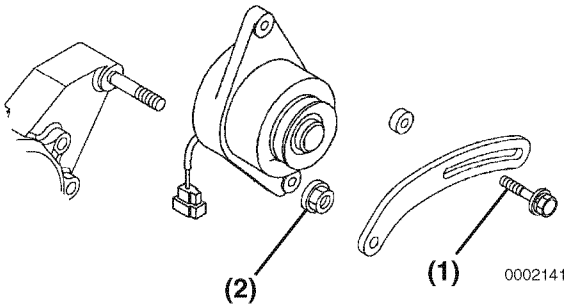

Figure 12-30
1. Position the dynamo on the gear case. Loosely reinstall the nut **(Figure 12-30, (2))** on the gear case stud and the V-belt adjuster bolt **(Figure 12-30, (1))**.